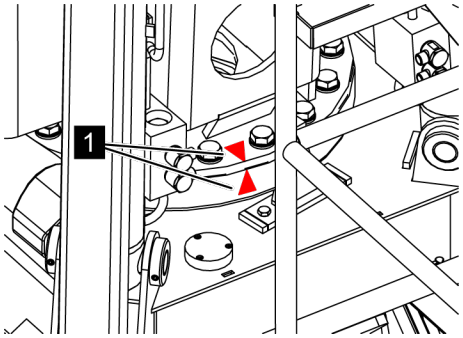

Fig. 89: Red arrows
– Make sure that the red arrows (Fig. 89/1) on the rotating assembly are aligned with one another when moving into the transport position.